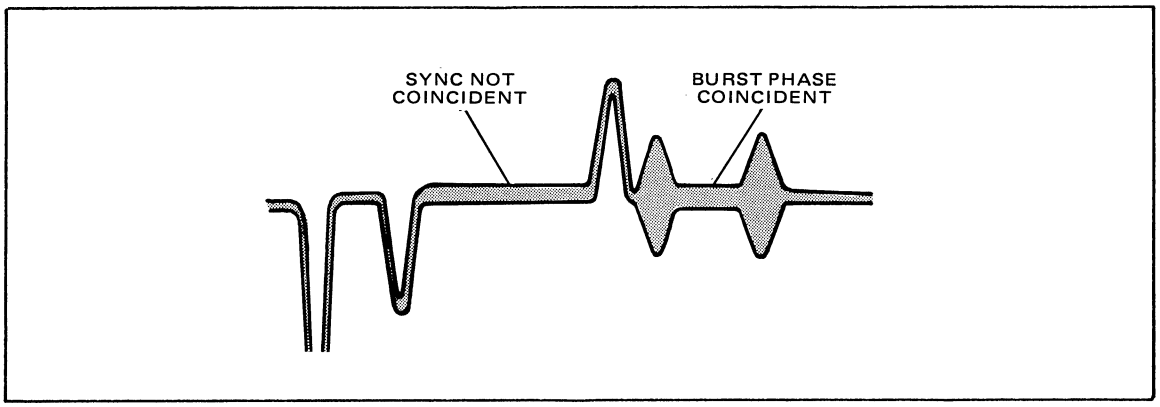

Figure 2-10. Burst Null Waveform
STEP 4 Adjust SUBC PHASE R380 in conjunction with HORIZ PHASE S5 to null reference and output bursts. See Figure 2-10.